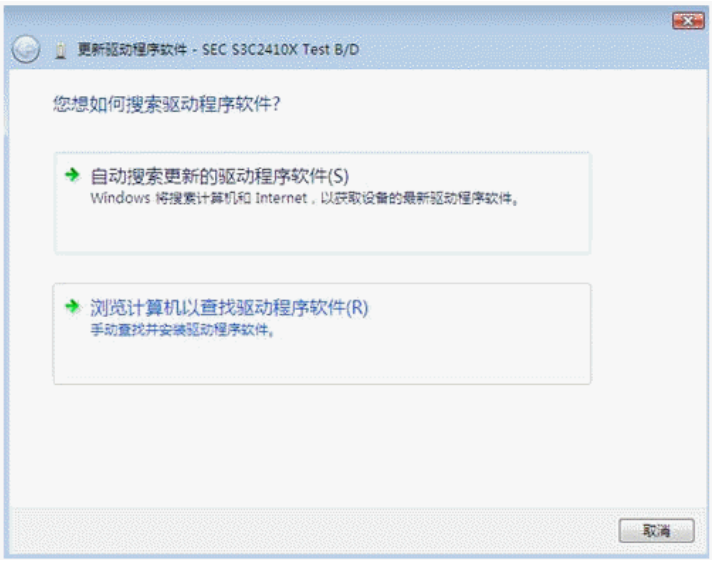

Рисунок2-23: Обновление драйвера VISTA
- Выберите “View the computer to find the driver software” в окне установки. Смотрите рисунок 2-23.